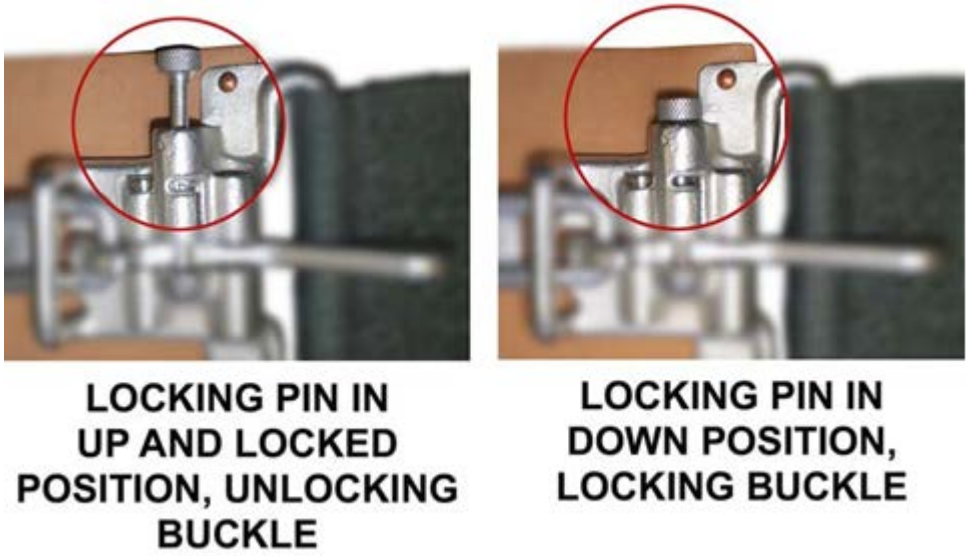

Figure 5-1. Fixed-Wing Crewmember Aircraft Safety Belt Locking Pin
b. Fixed Wing Safety Belt The fixed wing crewmember aircraft safety belt has a buckle latch-lock incorporated into the buckle that prevents inadvertent opening of the buckle when worn correctly. When the locking pin is up and locked into the detent, it allows the buckle to be opened. (Refer to Figure 5-1.) When the locking pin is rotated and released from the detent, a spring pulls it down into the locked position; the buckle is locked and cannot be opened.